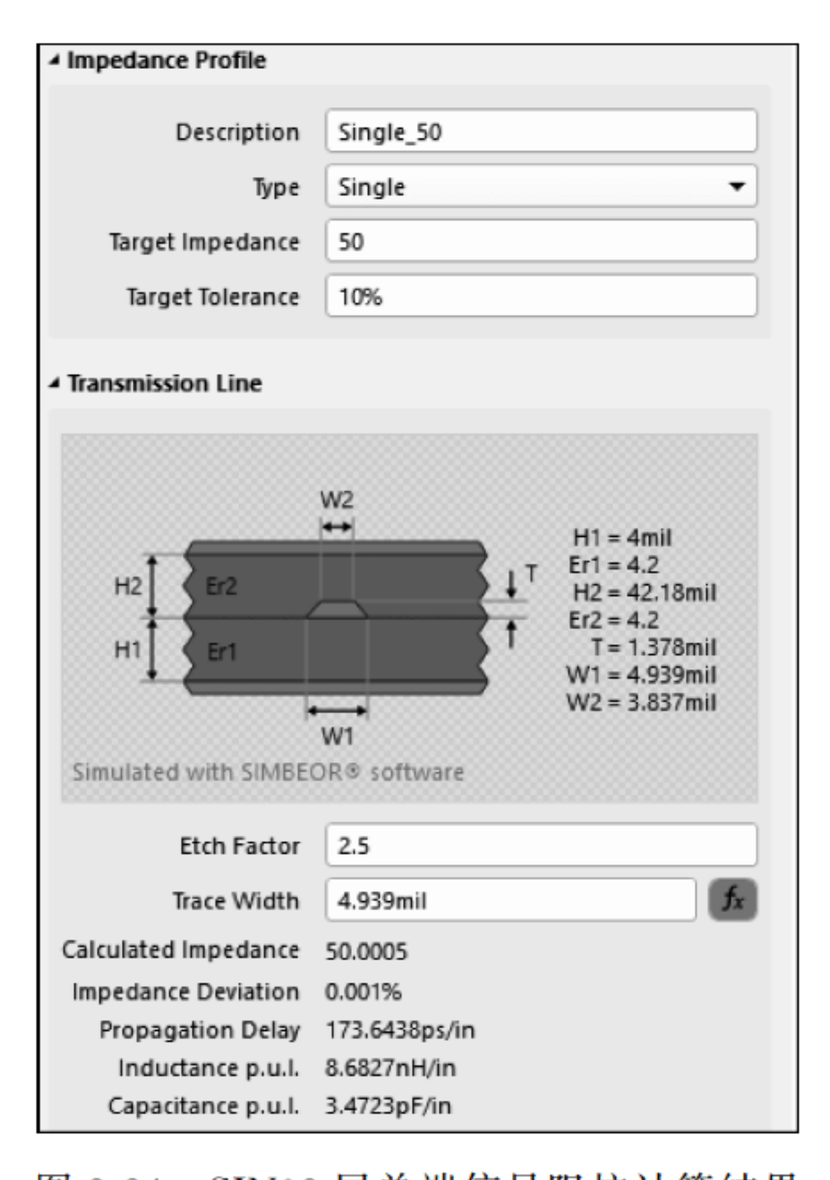

图 3-34　SIN03 层单端信号阻抗计算结果
① 依照上述方式，选择阻抗配置文件中的 SIN03 层。进行阻抗参数填写，并得出对应计算结果，如图 3-34 所示。